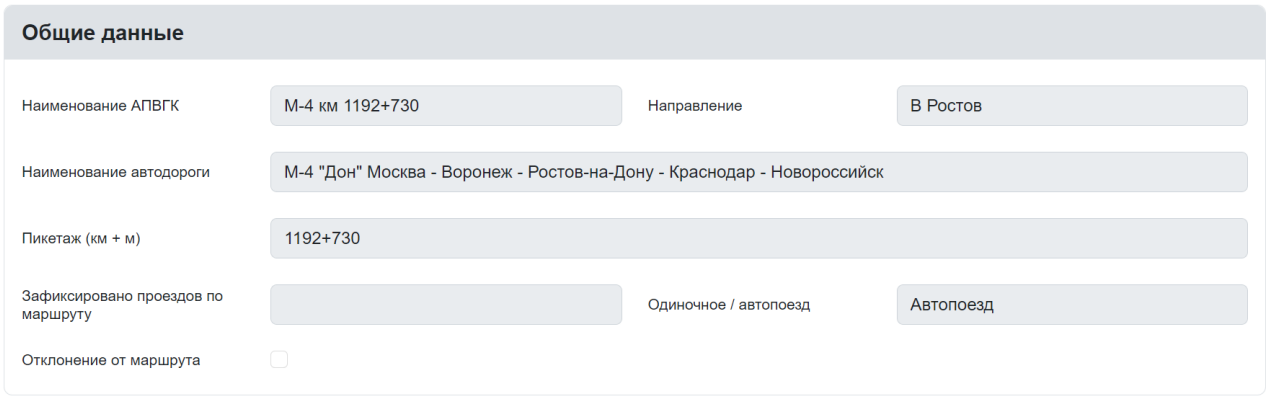
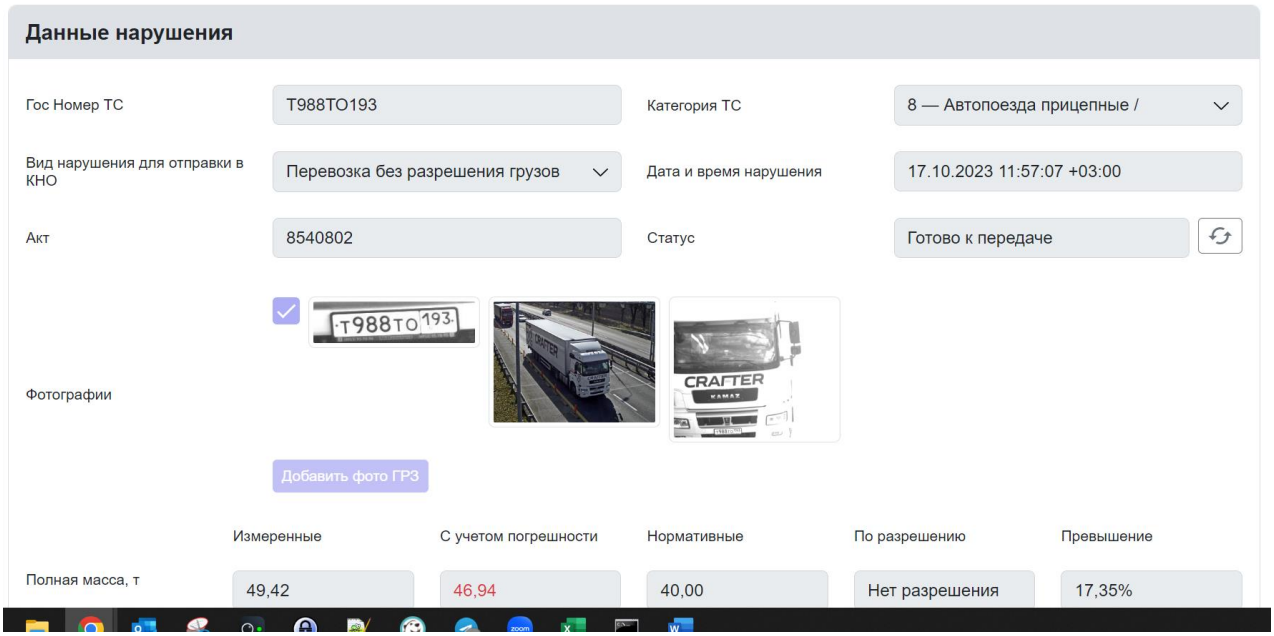

Рисунок 178 - Карточка нарушения из отчета «Проезды с нарушениями». Общие данные
Рисунок 189 - Карточка нарушения из отчета «Проезды с нарушениями». Данные нарушения
4. Откроется «Карточка нарушения», которая содержит разделы «Общие данные» и «Данные нарушения» (Рисунок 178, Рисунок 189).